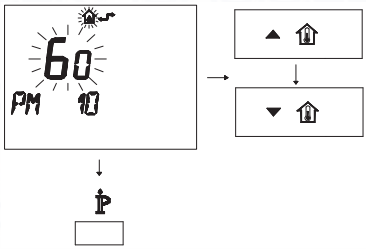

Fig. 7.38
- To modify the programmed SET, act on buttons ▲ or ▼ and wait for the number programmed to flash (Fig. 7.38).